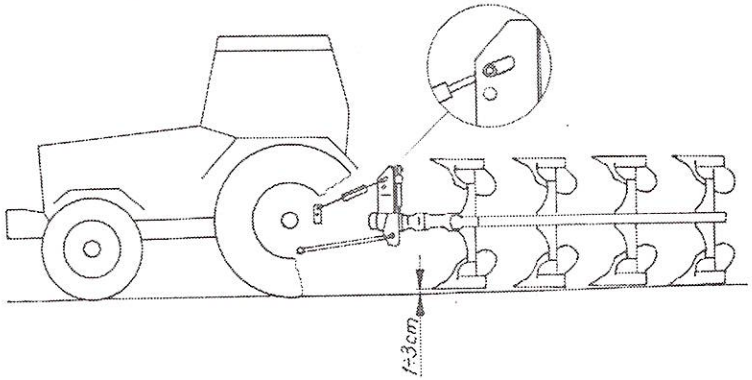

Rys. 9.
- podłącz górny łącznik ciągnika. W czasie orki punkt zaczepienia górnego łącznika na pługu powinien być wyżej umieszczony niż punkt przyłączenia łącznika na ciągniku (Rys. 9)
ZAPAMIĘTAJ – jeśli górny łącznik połączony jest z otworem wzdłużnym wieszaka, to sworzeń łącznika musi przylegać z przodu do otworu podłużnego (rys.9) przy naprężnym łączniku – wówczas obciążenie jest przenoszone z pługa na ciągnik, mniejszy jest poślizg i zużycie paliwa.